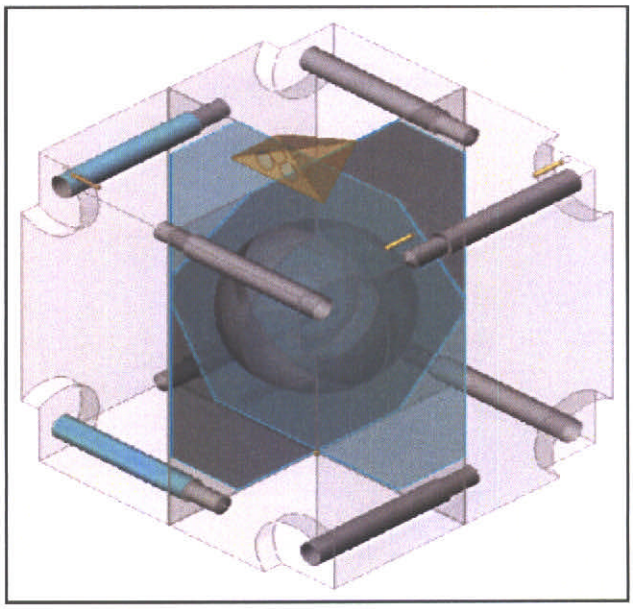

Figure 3-27 Ball-Cube Rendering
5. Confirm correct film position in the cube as in *Figure 3-27 Ball-Cube Rendering, page 36.*
The edge marked superior should be at the superior edge of the phantom, etc. Make sure that the cube is properly oriented within the phantom. *Figure 3-27 Ball-Cube Rendering, page 36* shows the proper orientation of the film cube in the phantom.